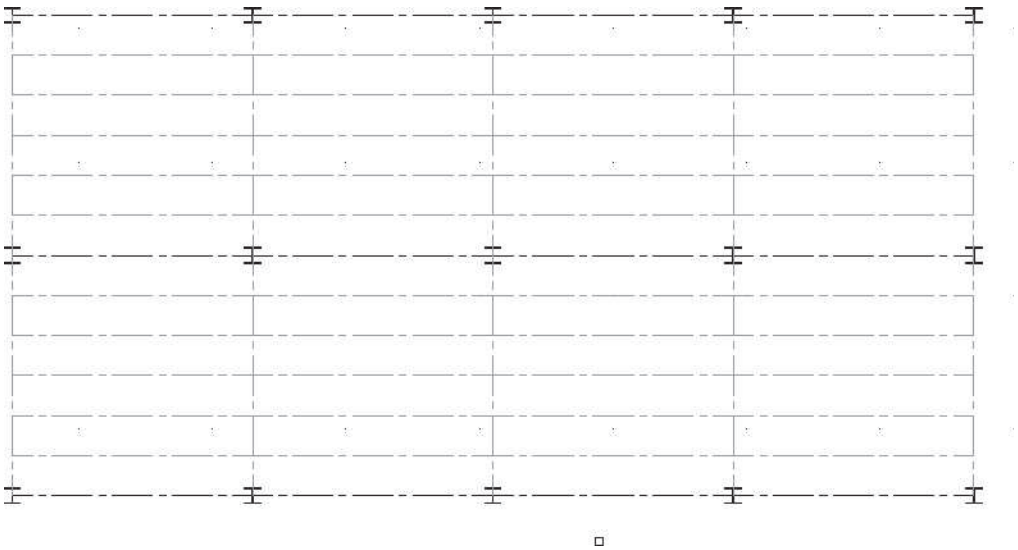

FIGURE 13.29 *Medium Detail display of structural members*
24. Select **Medium Detail** from the **Display Configuration** flyout menu of the **Drawing Window** status bar to view the structure as shown in Figure 13.29.